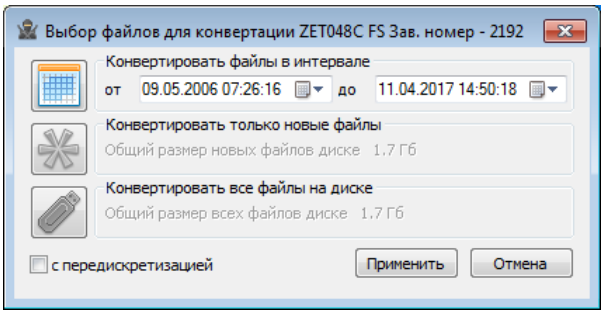

Рис. 6.6 Окно программы «Выбор файлов для конвертации»
4. Автоматически активируется окно программы сохранения и конвертации файлов из встроенной памяти виброметра в память компьютера (*Рис. 6.6*).
Примечание: В случае активации кнопки «Отмена» в окне «Выбор файлов для конвертации» (Рис. 6.6), соответствующее окно будет закрыт, и копирование данных производиться не будет.